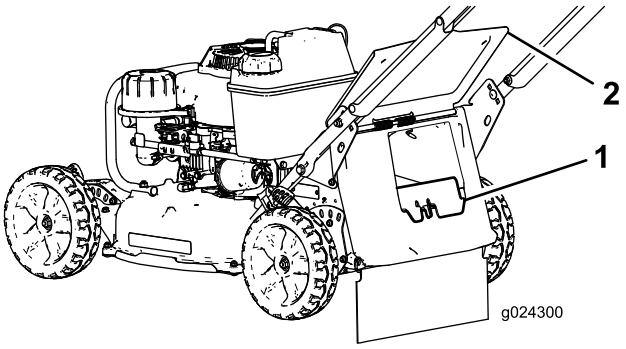

Figuur 19
- Als de afsluiter van de achterafvoer niet aan de machine is bevestigd, neem deze dan vast bij de handgreep, til de achterklep op, en breng de afsluiter in het achteruitworpkanaal tot de vergrendeling op zijn plaats valt (Figuur 19).
3. Verwijder de afsluiter van de achterafvoer door de vergrendeling met uw duim in te drukken en de afsluiter uit de machine te trekken (Figuur 19).